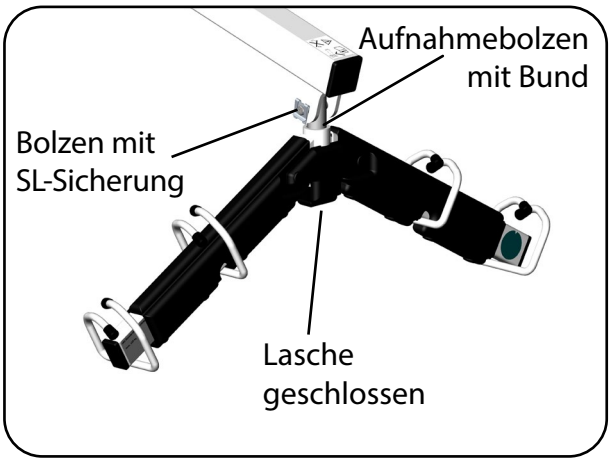

Abb. 6.2.07 - Transportbügel montiert
13. Befestigen Sie den Transportbügel mit dem eingesteckten Aufnahmebolzen mit Bund am Hebearm, indem Sie den Bolzen durch die Bohrungen am Hebearmende stecken. Sichern Sie den Bolzen mit der SL-Sicherung (Abb. 6.2.07).